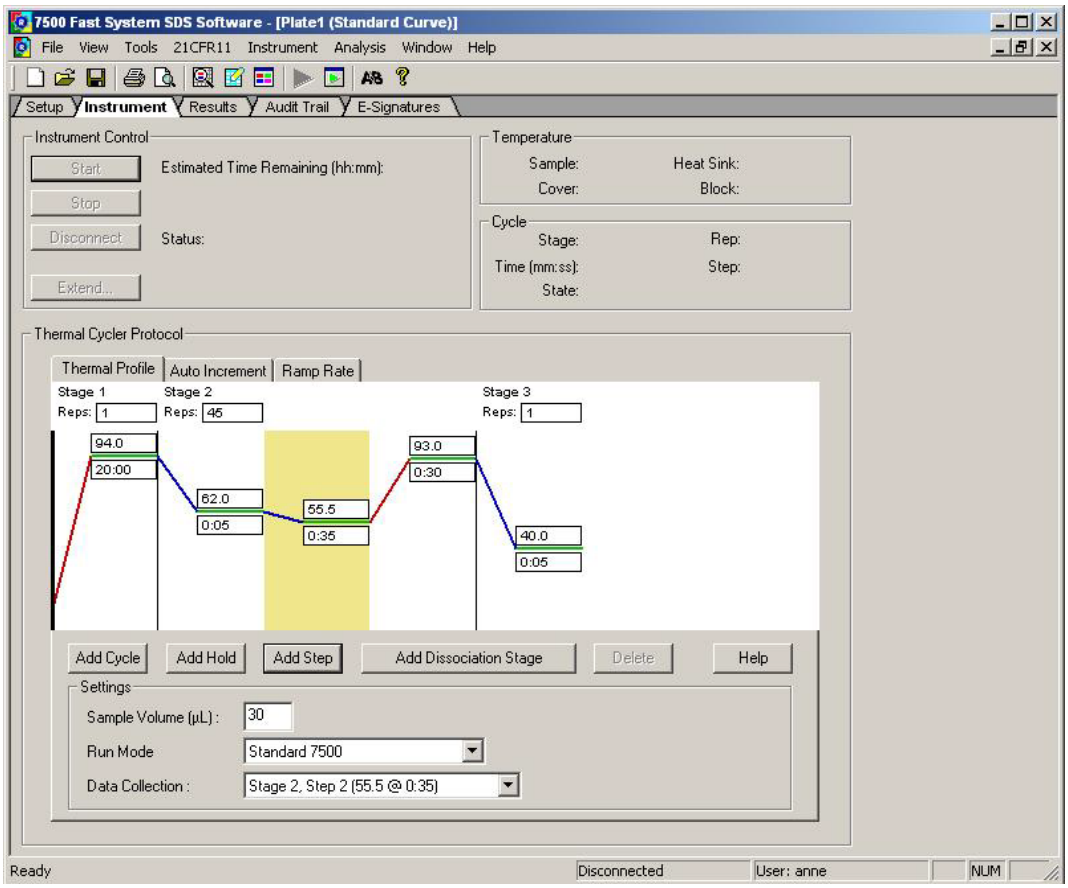

Figura 2 - Captura de ecrã, após a definição do programa de ciclos e modo de deteção.
- Confirme as configurações do 2Thermo Cycler Protocol", de acordo com a Tabela 7 (ver Figura 2).